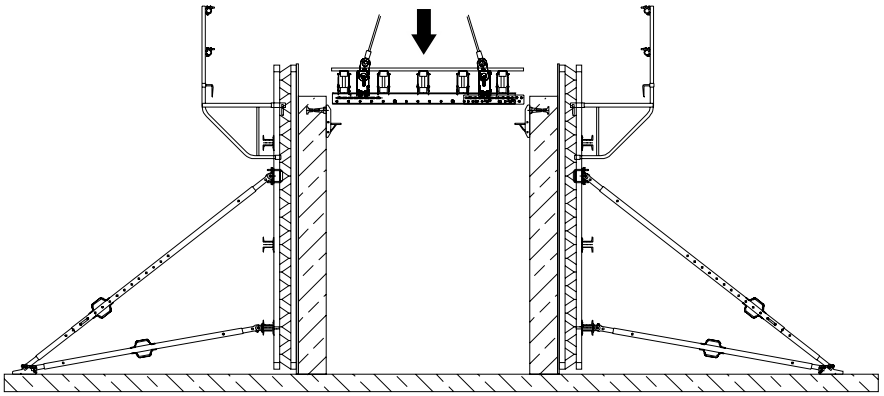

Abb. A4.02
3. Schachtbühne SRU im Schacht einhängen (Abb. A4.02). Dabei die richtige Position der Bühne auf der Klappkonsole beachten.